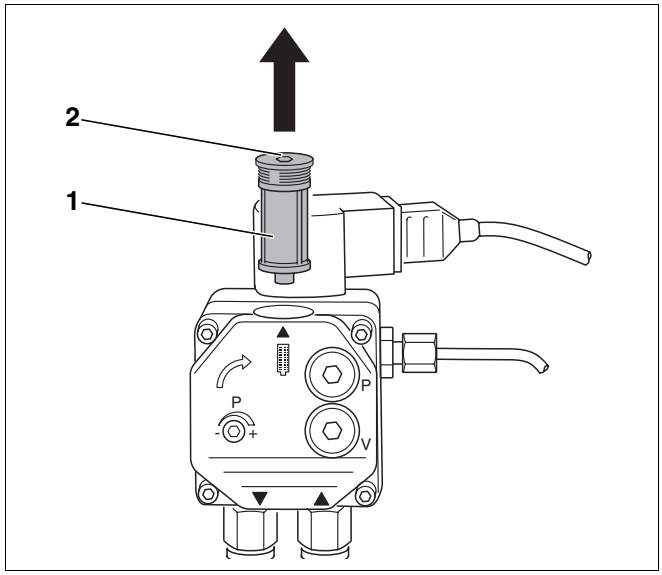

Fig. 20 Comprobación del filtro de la bomba de gasóleo – bomba de gasóleo de Danfoss
- Suelte el tornillo de cabeza hexagonal de la parte superior (fig. 20, **pos. 2**).
- Extraiga el filtro de la bomba de gasóleo (fig. 20, **pos. 1**) tirando de él hacia arriba.
- Limpie el filtro de la bomba de gasóleo (fig. 20, **pos. 1**) con gasolina de lavado y, si fuera necesario, sustitúyalo y móntelo de nuevo en la bomba de gasóleo.